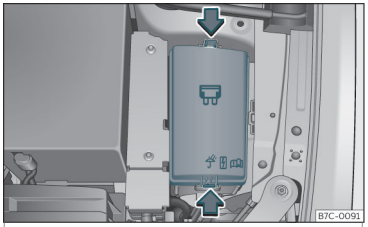

Fig. 45 En el vano motor: tapa de la caja de fusibles.
- Presione las pestañas de bloqueo para desbloquear la tapa de la caja de fusibles ››› fig. 45.